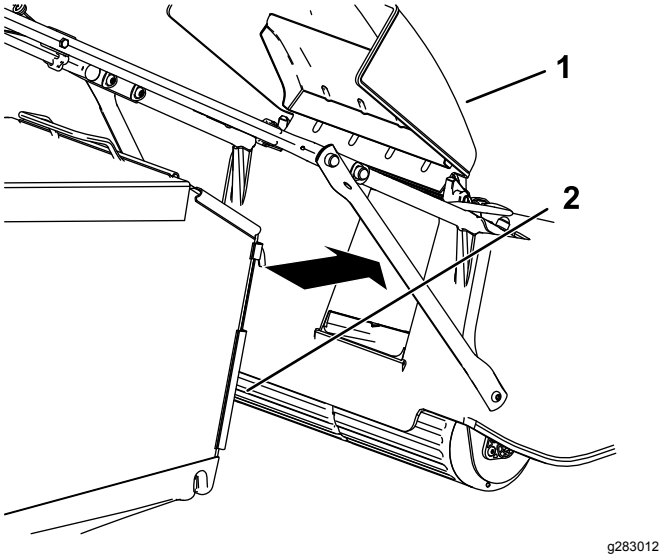

Figur 19
3. Haka fast gräsuppsamlaren i rätt läge (Figur 19).